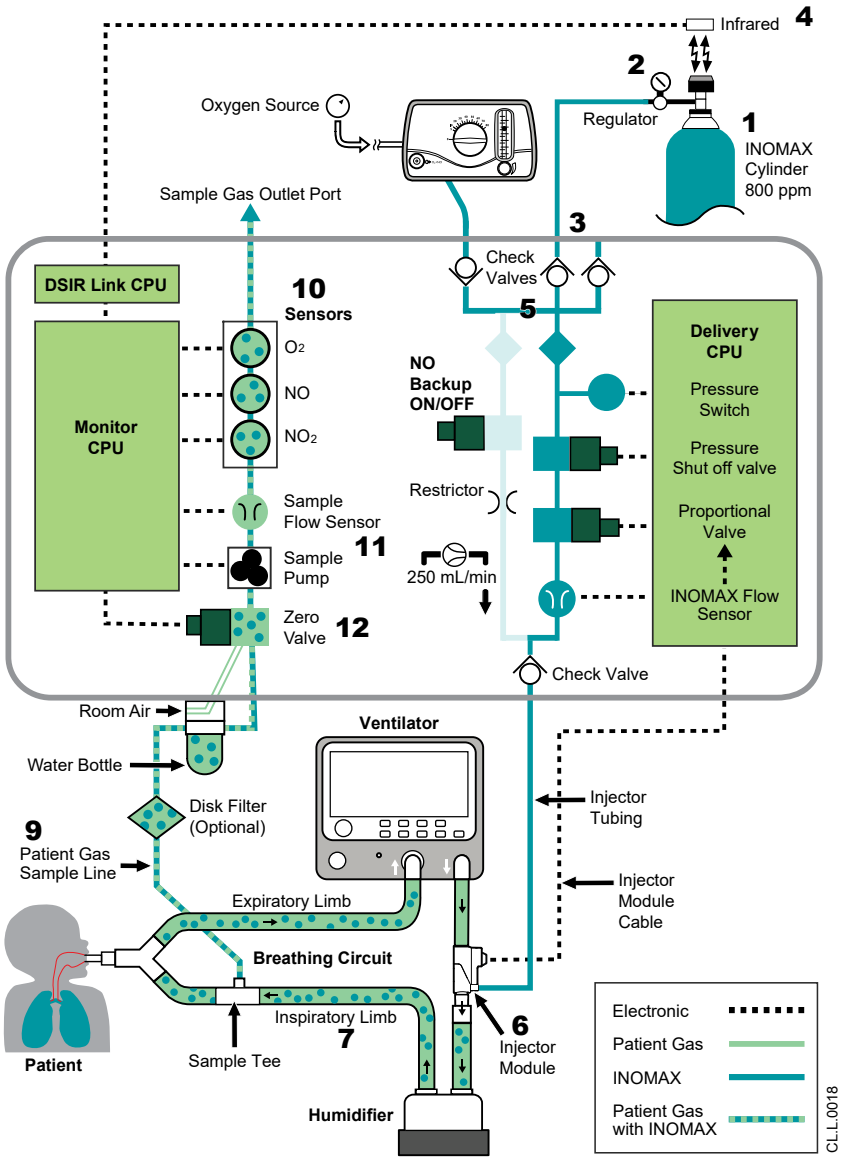

Figure 1-15 Operational flow of the INOmax DS_{IR} Plus
The dual channel approach to delivery and monitoring permits INOMAX delivery independent of monitoring. Refer to Figure 1-15 which illustrates the following operational flow:
- INOMAX delivery starts at the INOMAX cylinder (**1**, Figure 1-15). A high pressure regulator (**2**) is attached to the INOMAX cylinder and an INOMAX regulator hose connects to one of the INOMAX gas inlets (**3**) (also see Figure 1-3).